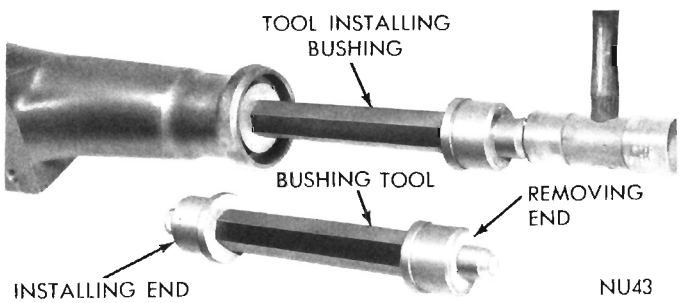

Fig. 38—Replacing Bushing in Extension Housing
(2) Drive the bushing out of housing (Fig. 38) with Tool C-3974.
(3) Sliding a new bushing on installing end of Tool C-3974. Align oil hole in bushing with oil slot in housing, then drive bushing into place (Fig. 38).